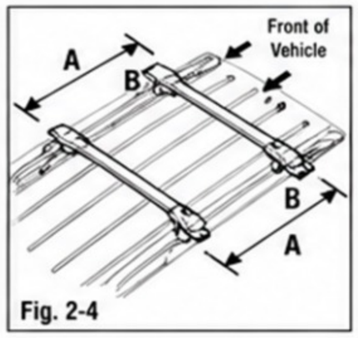

Fig. 2-4
⚠ (e) Position the front and rear crossbars so that they are parallel (Fig. 2-4).
(1) A = 820mm (32-1/4 in) from the end of the rail (Fig. 2-4).
(2) B = 120mm (4-3/4 in) from the end of the rail (Fig. 2-4).